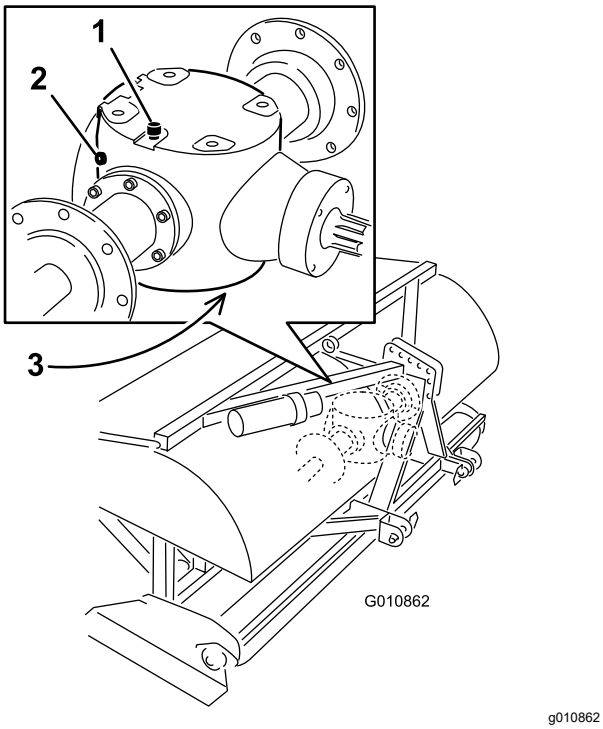

Figura 44
3. Rimuovete il tappo di controllo dalla trasmissione (Figura 44).
4. Verificate che il livello dell'olio arrivi sino al bordo inferiore del foro del tappo di controllo nella trasmissione (Figura 44).
1. Eliminate eventuali detriti dal tappo di sfiato/riempimento e dal tappo di spurgo per evitare la contaminazione dell'olio (Figura 44).